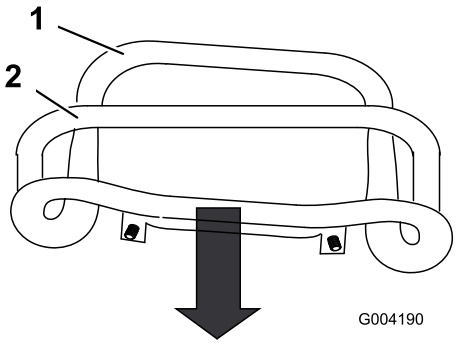

Figuur 51
3. Trek de tractiebediening recht naar achteren zodat de voorzijde ervan contact maakt met de referentiebalk (Figuur 51).